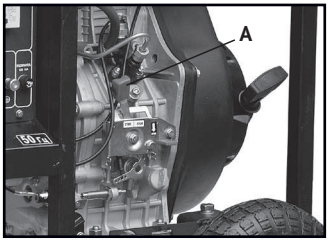

Рис. 11
- Установить аварийный выключатель двигателя (рис.11, **A**) в положение ПУСК.